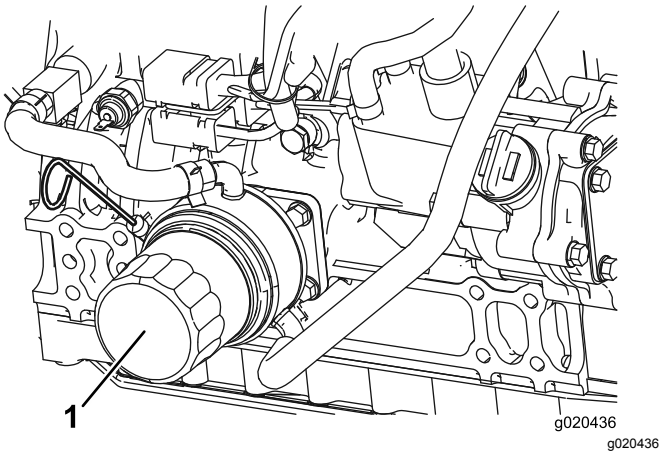

Figur 60
2. Ta av oljefilteret (Figur 60).